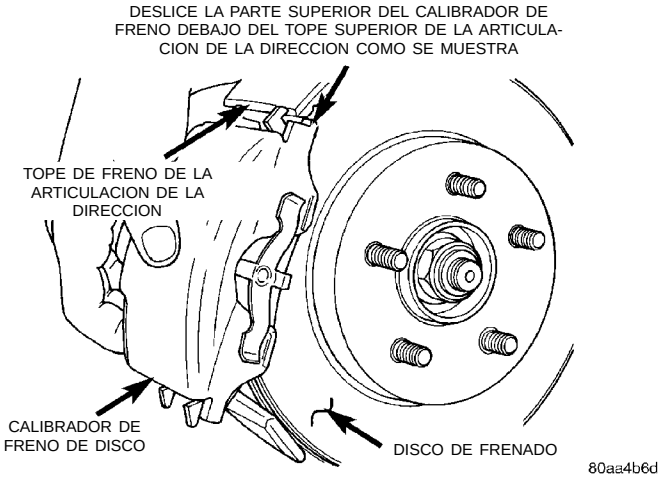

Fig. 67 Instalación del calibrador en la articulación de la dirección
(7) Emplace con cuidado el calibrador de freno y las zapatas de freno sobre el rotor, enganchando el extremo del calibrador debajo de la articulación de la dirección (Fig. 67). Después gire el calibrador hasta su emplazamiento en la articulación de la dirección.